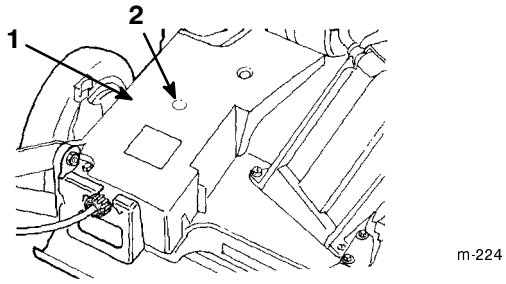

Figure 37
2. Install a grease gun onto the fitting through the belt cover opening (Fig. 37).